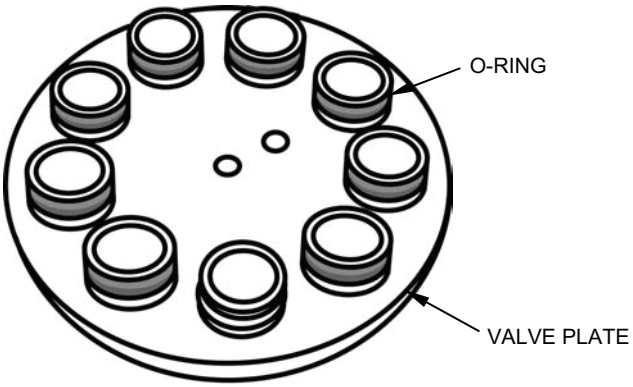

Figure 30. Valve Plate.
a. Lightly lubricate nine new O-rings with glycerin and install them on the new valve plate (see Figure 30). The new plate comes with the backup rings already installed.